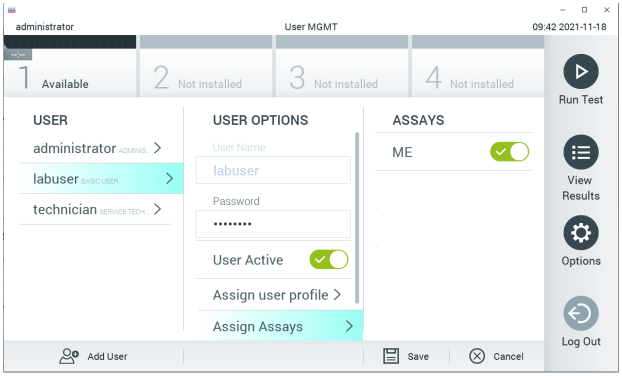

**Figura 27**. Asignación del ensayo activo.
8. Asigne el ensayo activo al usuario pulsando el botón Options (Opciones) y, a continuación, el botón User Management (Administración de usuarios). Seleccione el usuario que debe tener permiso para realizar el ensayo. A continuación, seleccione Assign Assays (Asignar ensayos) en **User Options** (Opciones del usuario). Active el ensayo y pulse el botón Save (Guardar) (figura 27).